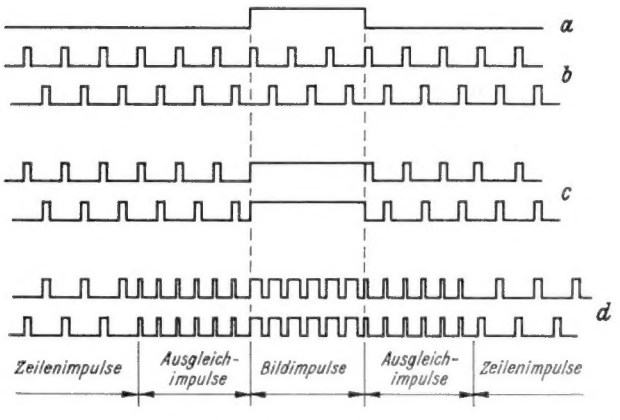

*Bild 2. a = Bildimpuls, b = Zeilenimpulse, c = Gemisch aus a und b, d = Normgemisch mit Ausgleichsimpulsen*
Zunächst wollen wir uns das Impulsgemisch einmal näher ansehen, nachdem der Bildanteil davon abgetrennt wurde. **Bild 2** zeigt Abschnitte des fortlaufenden Impulszuges, die so übereinander aufgetragen sind, daß die den Bildwechsel auslösenden Gleichlaufzeichen übereinander liegen. Diese Darstellung entspricht dem Vorgang der Abtastung, bei welcher der Strahl nach Durchlauf einer Bildperiode wieder an den Anfangspunkt zurückkehrt. Zum leichteren Verständnis sind außer dem Normalgemisch auch noch die Teile einzeln dargestellt, aus denen es besteht, und zwar
*Bild 3. Verhalten der Impulsreihen von Bild 2 bei der Integration durch ein RC-Glied. Die störende Verschiebung Δ t bei c wird durch die Ausgleichsimpulse bei d beseitigt*
*Links: Bild 4. Verhalten der Impulsreihen von Bild 2 beim Differenzieren. Die Ausgleichsimpulse schaffen gleiche Anfangsbedingungen*